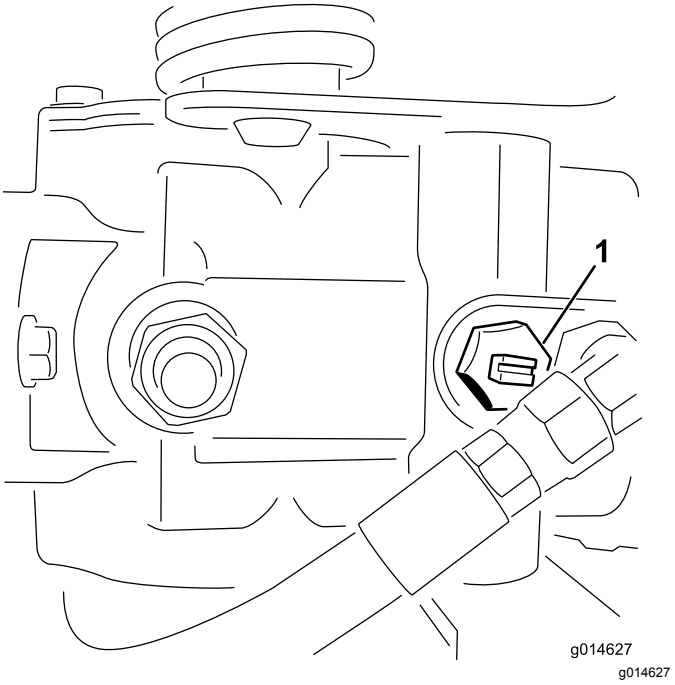

Figur 37
1. Lokalisera överströmningsventilen på pumpen och vrid den så att skåran är lodrät (Figur 37).
2. Stäng överströmningsventilen genom att vrida den så att skåran är vågrät (Figur 37) innan du startar motorn. Starta inte motorn när ventilen är öppen.